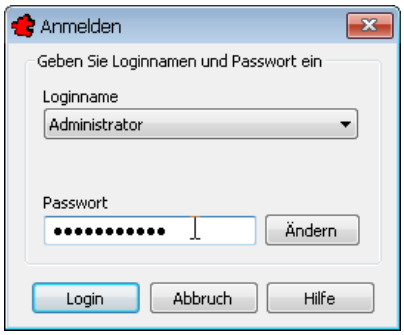

Bild 2.2 – Anmeldung bei TRIC
- Sie können ein bestehendes Konto über das Listenfeld *Loginname* auswählen. Ein Konto namens *Administrator* ist bereits eingerichtet, das Passwort lautet **admin**. Bestätigen Sie mit *Login* (Abb. 2.2).